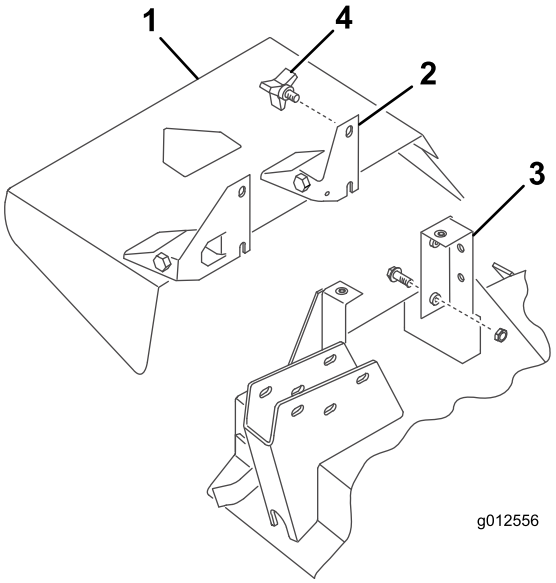

**Figur 30**
2. Skub hullerne i bundet af deflektorens drejebeslag på boltene i siden af skjoldbeslagene (Figur 30).